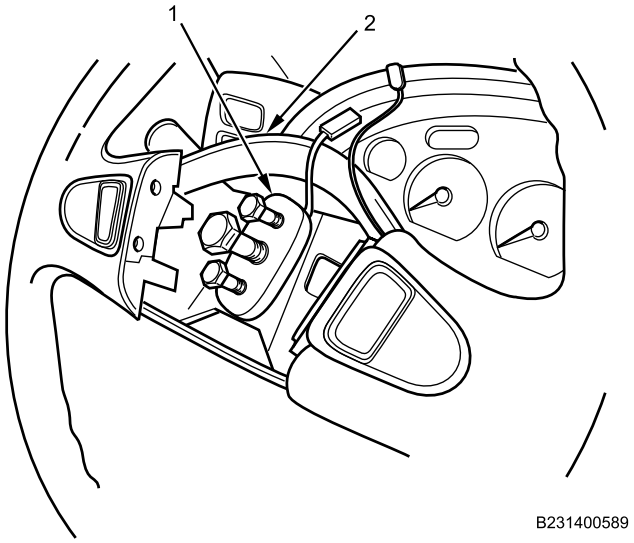

Figure 3. Steering Wheel Puller.
4. Remove steering wheel (Figure 3, Item 2) with steering wheel puller (Figure 3, Item 1).